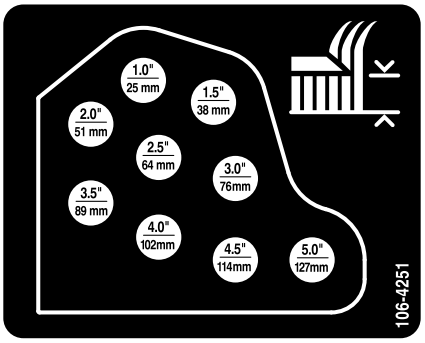

Figura 19
6. Monte as correntes da altura de corte no orifício da altura de corte desejada (Figura 19) com o contrapino e pino de segurança.